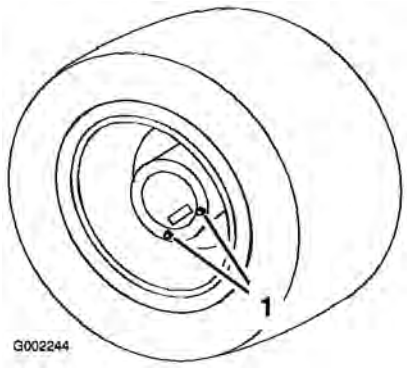

Figur 47
1. Ställ grässprutan på ett plant underlag och med bakhjulen placerade i avtappningsläge såsom visas i Figur 47.
3. Placera ett kärl under avtappningspluggarna och ta bort dem från hjulet (Figur 47).